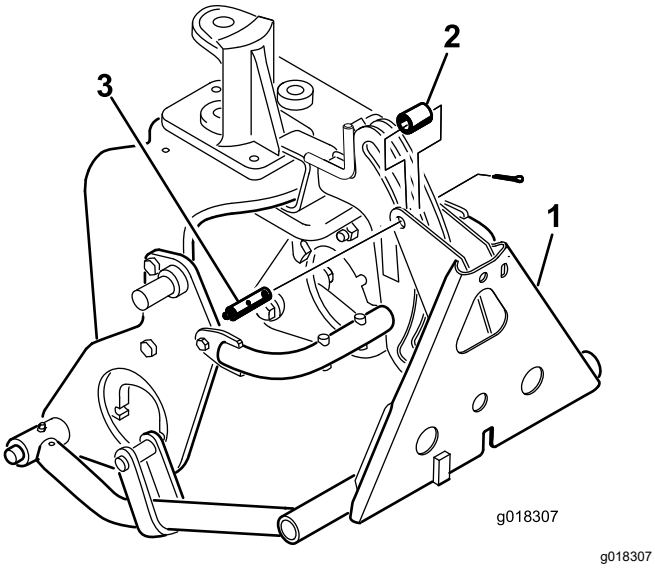

Figura 16
8. Fixe o adaptador da estrutura à estrutura do engate com um tubo, passador de forquilha e perno de gancho (Figura 16).